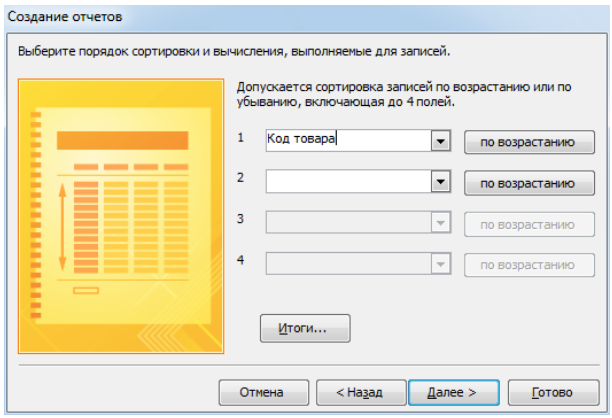

Рис. 5.18. Определение сортировки данных
5. Определяется порядок сортировки данных (необязательно), например, по полю *Товар*, по алфавиту (рис. 5.18).